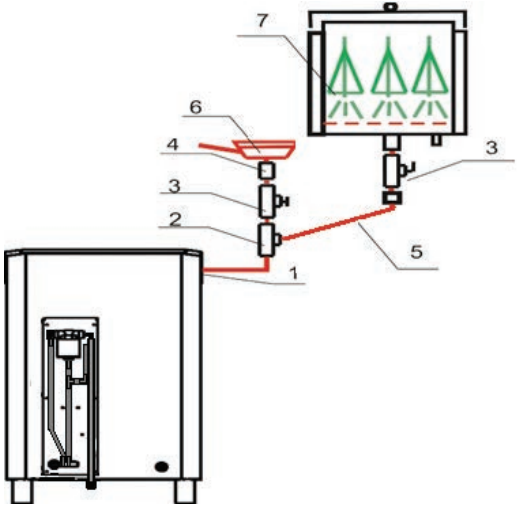

Рис. 8
2.1.2.8 В качестве опции к электрической печи возможно подключение Фитозапарника и (или) Веникозапарника в соответствии со схемой подключения рис. 8. К штуцеру отбора пара (поз. 1, рис. 8) через кран (поз. 3, рис. 8). подключается Фитозапарник (поз. 6, рис. 8), или, посредством гофрированной трубы из нержавеющей стали (поз. 5, рис. 8), Веникозапарник (поз. 7, рис. 8). При одновременном использовании Фитозапарника и Веникозапарника используется тройник (поз. 2, рис. 8)